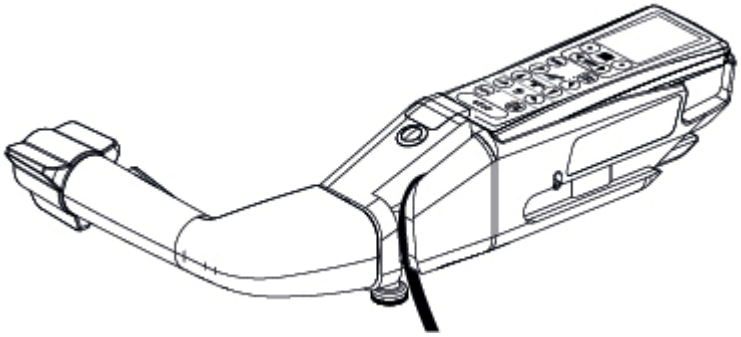

Figura 6-8. Installazione della pulsantiera
3. Spingere la pulsantiera nella maniglia di trasferimento motorizzata per fissarla in posizione. Vedere *Figura 6-8*.